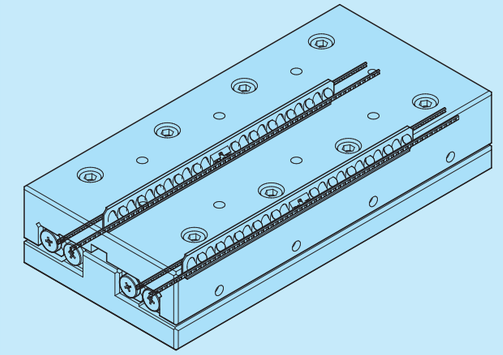

图23
- 使工作台静静地全行程移动，确认在使用行程范围内，保持器两端的圆柱滚子不会碰到滑轨端部螺钉。如果碰到，请按步骤重新安装。(参照图23)